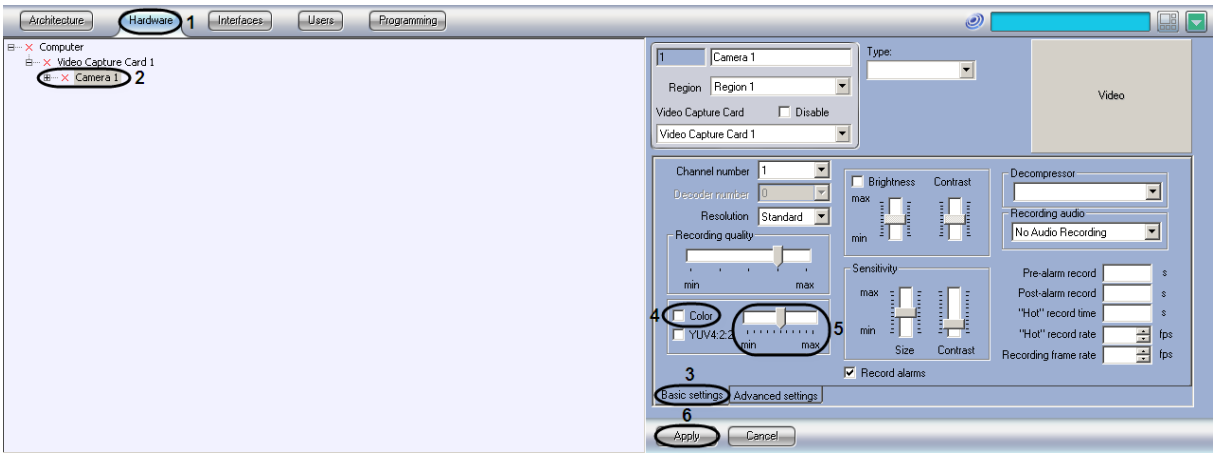

Figure 8.4-19. Color depth adjustment
1. Go to the “Hardware” tab in the “System settings” dialog box (Figure 8.4-19, 1).
2. Select the “Camera” object, created before, corresponding to the camera to be adjusted, in the “Hardware” tab in the objects tree (Figure 8.4-19, 2). The settings panel for the selected object is displayed on the right of the “Hardware” tab.
3. Go to the “Basic settings” tab on the settings panel of the “Camera” object (Figure 8.4-19, 3)
5. To change the color depth in other cases, move the “Color” slider on the right of the “Color” checkbox into the required position (Figure 8.4-19, 5). The slider’s “Max” position corresponds to the maximum color depth of the image, and the “Min” position - to its minimum color depth (black-and-white image). The sight control of color depth settings is performed using the viewing field.
6. Click the “Apply” button (Figure 8.4-19, 6).